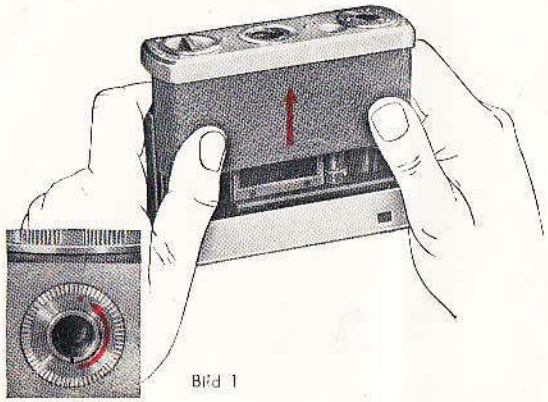

Bild 1
1. Drehen des Rändelrings der Rückwandverriegelung gegen den Uhrzeigersinn, bis der Markierungspunkt nach dem Objektiv zu steht und der Ring einrastet (Bild 1).